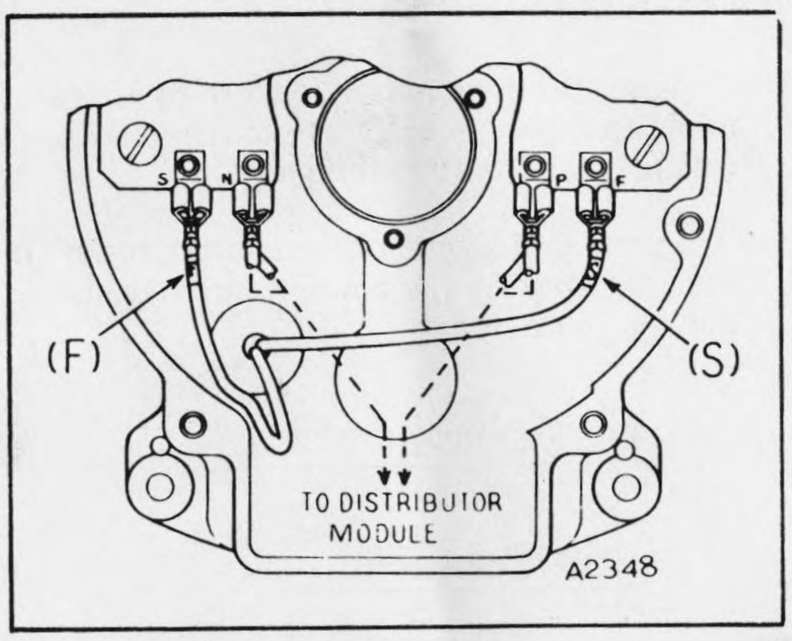

Figure 6-3 — Power Module Connections, CCW Rotation
2. CCW rotation (viewed from drive end) - "S" lead to "F" terminal. "F" lead to "S" terminal (refer to Figure 6-3).
6.9 Power Module Assembly (43). - Cont'd